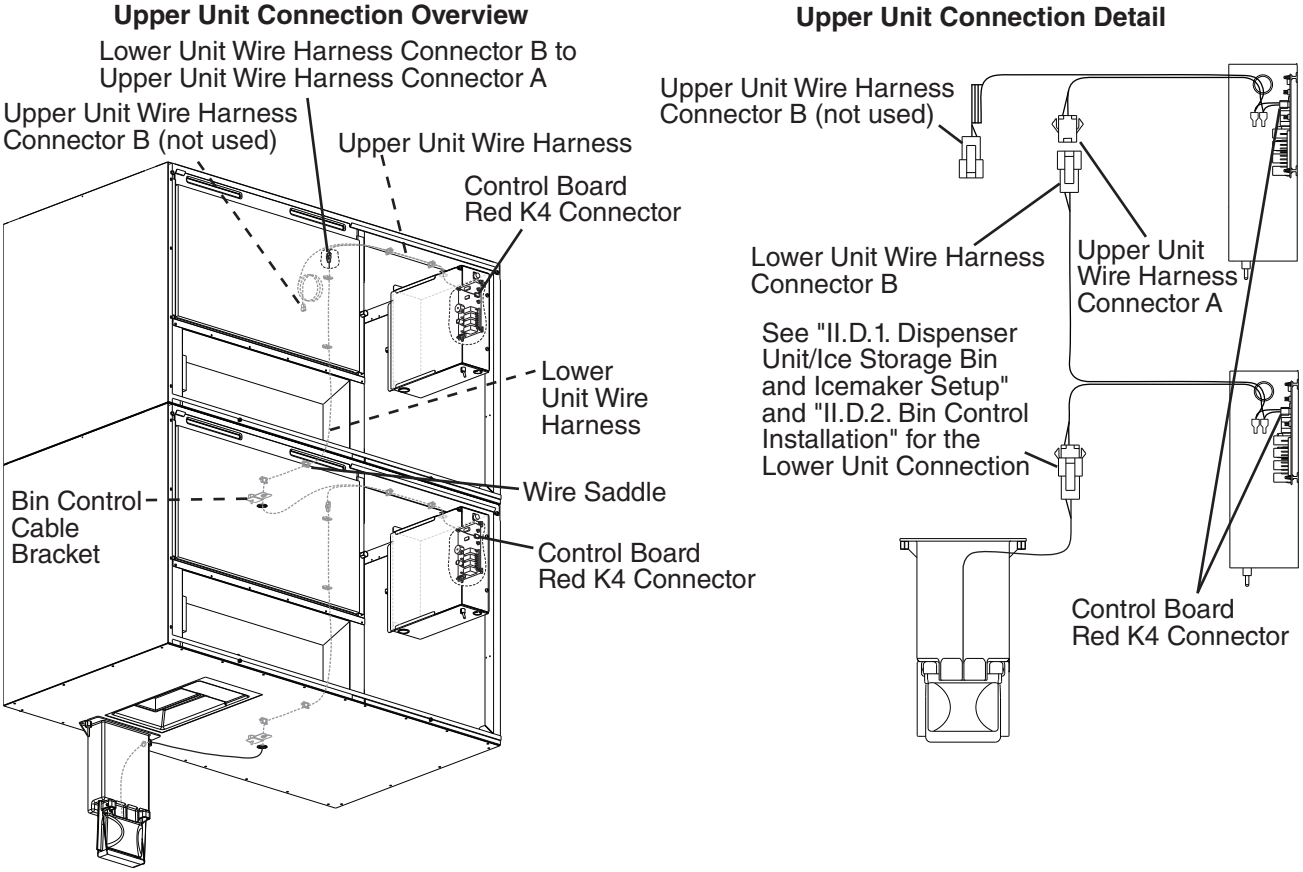

**Fig. 6**
7) Remove the bin control cable bracket from inside the upper unit. See Fig. 6. Leave the upper unit's bin control assembly in its original position. It will not be used.